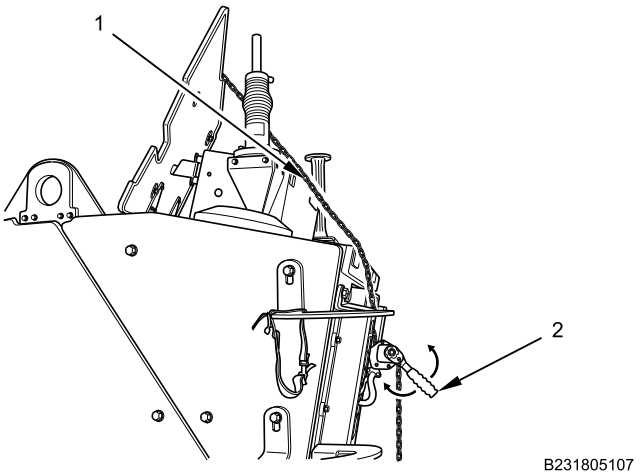

Figure 7. Loosening Chain Hoist.
4. Release chain hoist (Figure 7, Item 1) lock lever and loosen by moving ratchet handle (Figure 7, Item 2) back and forth.